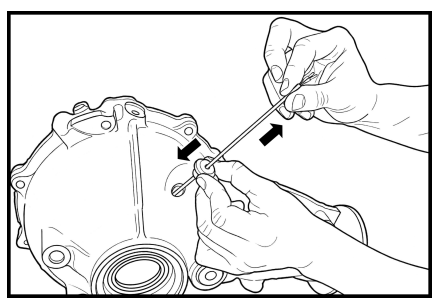

Рис. 38
3.14 Удерживая кабель магнита, слегка натяните его вверх. Сдвиньте кабельный фитинг вниз по кабелю так, чтобы между корпусом редуктора и фитингом оставался зазор примерно 12–25 мм. Закрепите фитинг в этом месте кабеля, чтобы он был неподвижен вдоль кабеля. (**Рис. 38**)